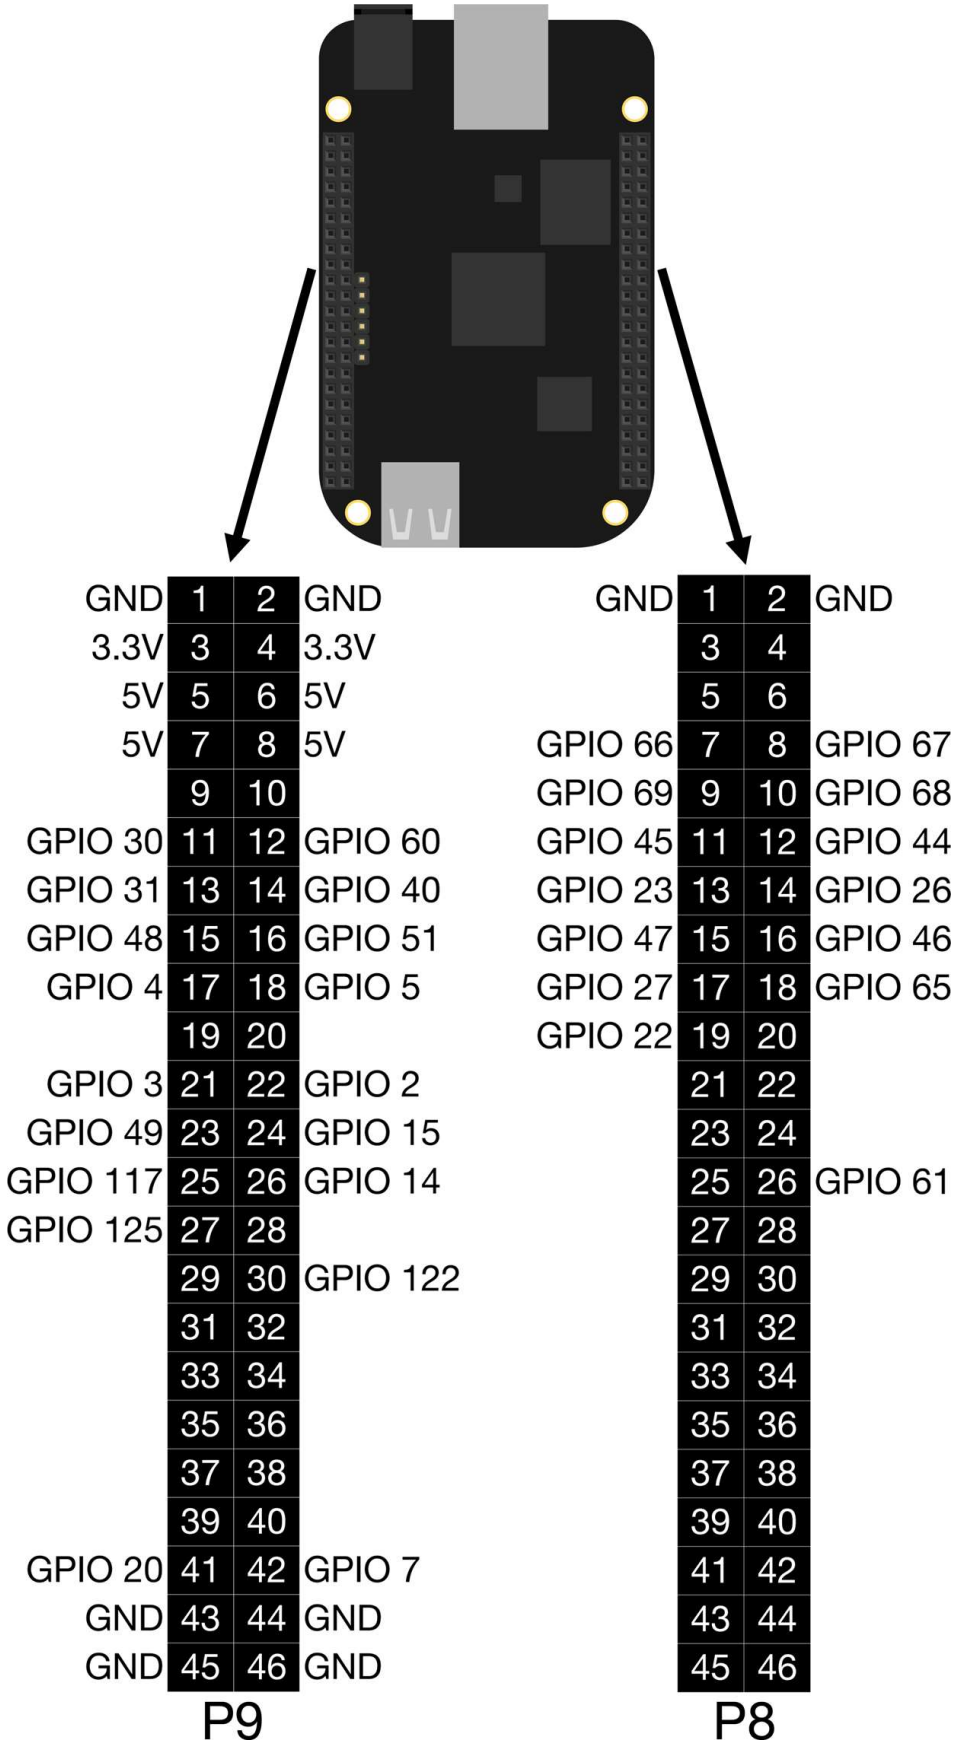

Figure 4-4. *The GPIO pins (BeagleBone illustration courtesy of the Adafruit Fritzing library)*
Unfortunately, the way that you'll refer to each pin within the Linux filesystem is not the same as the pin numbers printed on the board. Even if you look at BeagleBoard.org's System Reference Manual to get the signal name, there's still a little work done to determine the Linux signal name that you need. For the tutorials in this chapter, I've provided a quick reference to a few of the pins in Figure 4-4, but in case you want to use any of the other pins on the board, here's how to derive the number you'll need:
You may have noticed that we've only labeled a few pins in Figure 4-4 and here's why: many pins can be assigned different functions, not just digital input and output. This feature is known as pin multiplexing or "pin muxing" and it can make things a little tricky. For this tutorial, I'm using pins that default to GPIO mode when the BeagleBone is powered on. Many of the pins default to other modes. Keep in mind that the defaults can also change as updated versions of Ångström are released for the board.
Referring to Figure 4-4, you know to use GPIO signal 44 within Linux for pin 12 on header P8 and you know that it's set to work in GPIO mode by default. With that knowledge, you're ready to use the command line to control that pin:
If you saw the LED illuminate after writing 1 to its `value` file and it turned off when you wrote 0 to the `value` file, congratulations! Feel free to experiment with the other pins in Figure 4-4.
5. Let's get back to the command line now. First, export the pin to the user-space and change to its directory. According to Figure 4-4, pin 11 on header P8 is GPIO signal 45, so that's what we'll export.